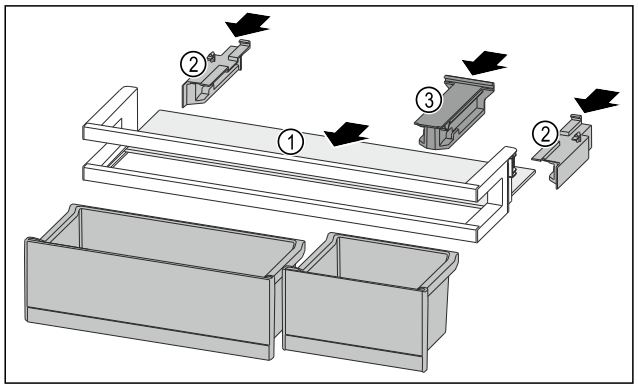

Fig. 149
▶ Odkládací plochu *Fig. 149 (1)* zasuňte do bočních vybrání.
▶ Boční díly *Fig. 149 (2)* vložte.
▶ Držák *Fig. 149 (3)* vložte.